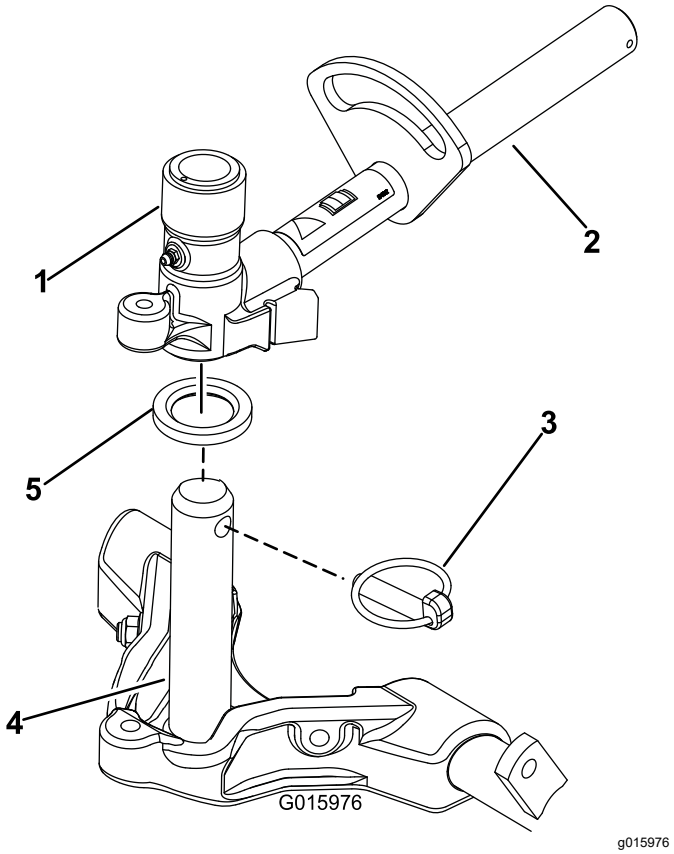

Figura 16
9. Revista o veio da estrutura de suporte com massa lubrificante limpa (Figura 16).
10. Nas unidades de corte dianteiras, faça deslizar uma unidade de corte sob o braço de elevação enquanto insere o veio da estrutura de suporte para cima para dentro da forquilha da articulação do braço de elevação (Figura 16). Certifique-se de que a anilha de encosto está no sítio no veio da estrutura de suporte.
11. Prenda o veio da estrutura de suporte à forquilha do braço de elevação com o pino de encaixe (Figura 16).
B. Insira a forquilha do braço de elevação no veio da estrutura de suporte (Figura 16).